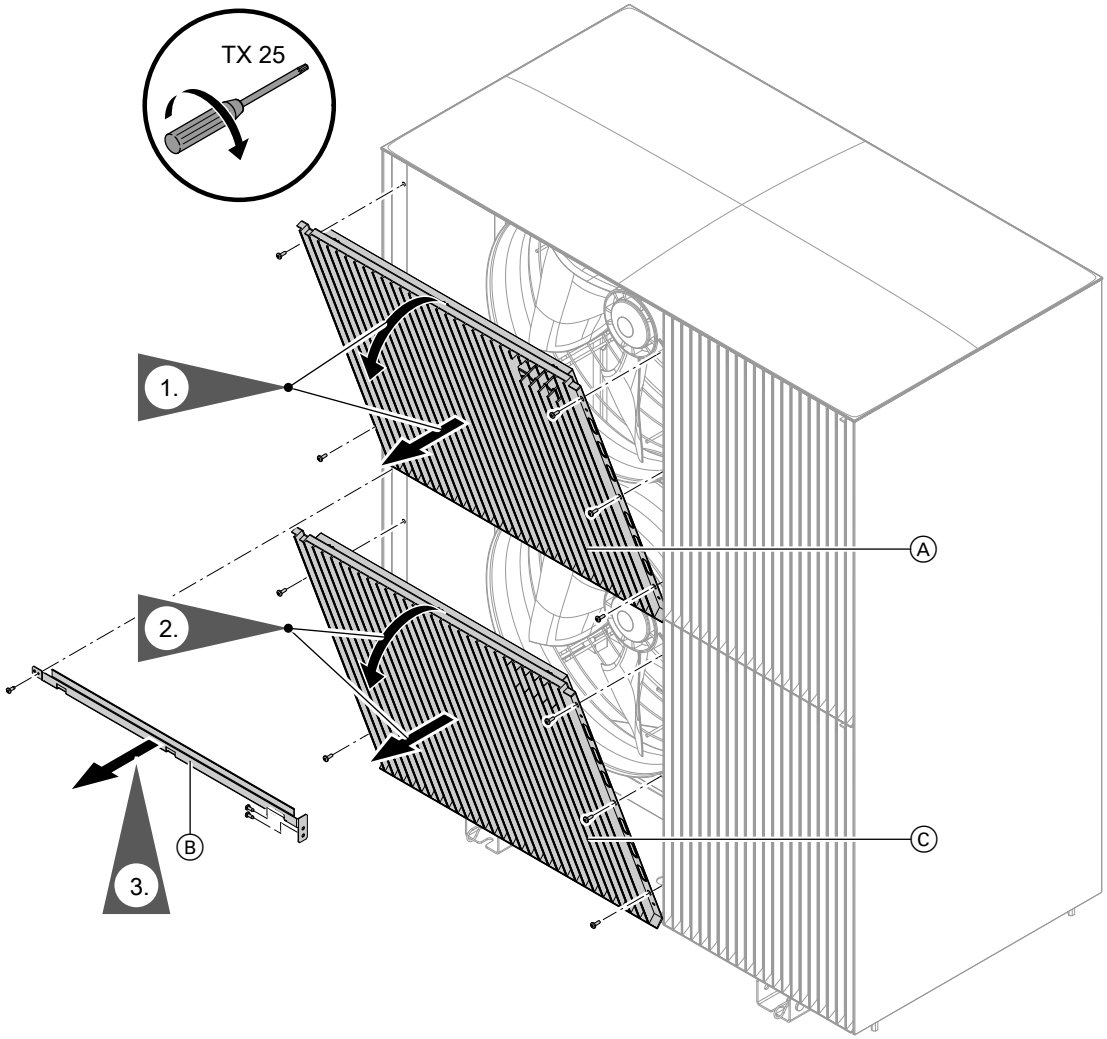

Abb. 96
3. Schutzgitter Ventilatoren und Versteifungswinkel abbauen: Siehe Abb. 96.